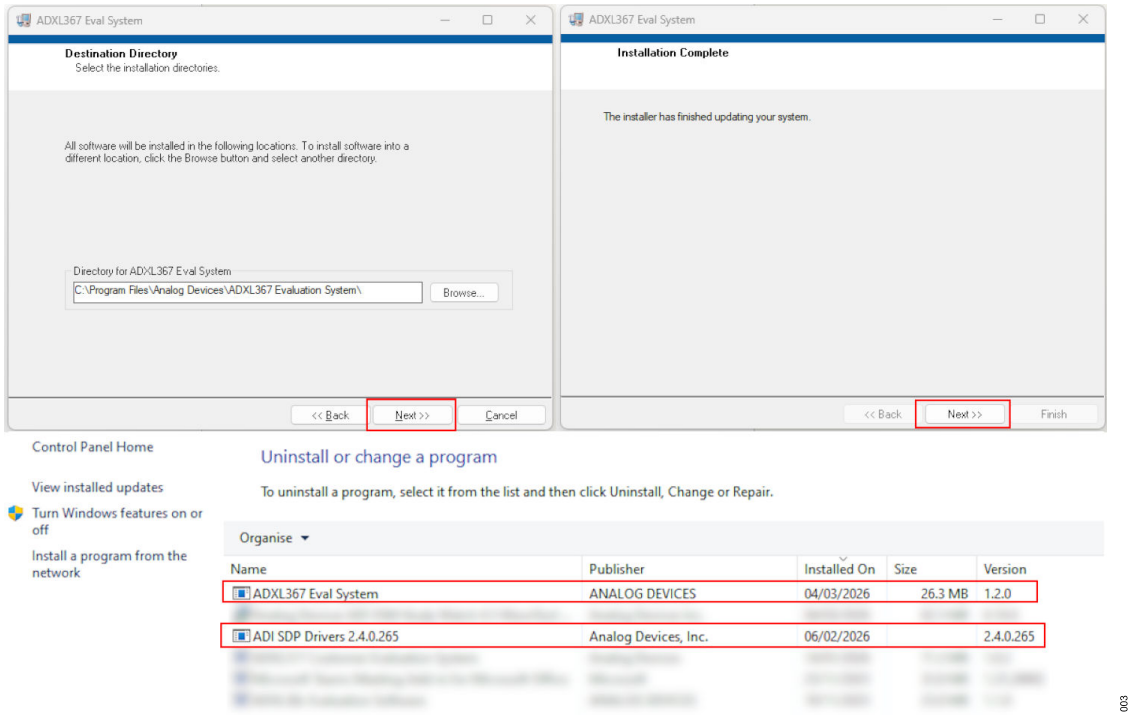

Figure 3. Installation Process
4. Follow the on-screen instructions, including choosing the preferred installation path and accepting the license agreement, until the evaluation platform and SDP driver installation are complete, as shown in Figure 3.